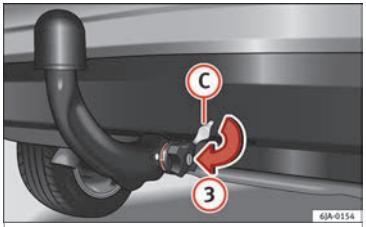

Fig. 103 Placing the key slot cover.
– Switch off the manual regulator lock with key (B) by turning the key fully to the right in the direction of arrow (1) – the arrow in the key displays the “locked” symbol.
– Remove the key in the direction of arrow (2).
– Place cover (C) over the manual regulator lock in the direction of arrow (3) ››› **Fig. 103**.